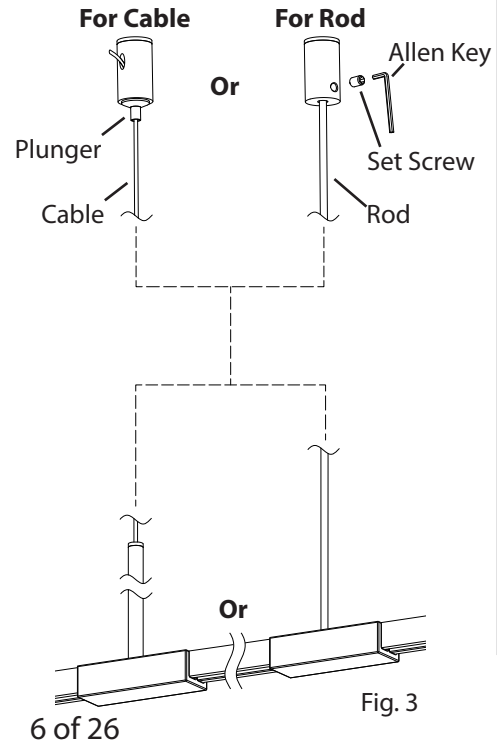

Fig. 3
b. For Cord Hanger: Insert **Cable** into Post, then adjust to the desired length: to shorten, push the Cable up; to lengthen, push in the **Plunger** while pulling down on the cable, release the Plunger to lock. Cut off the excess cable where it exits the Post (Fig. 3).